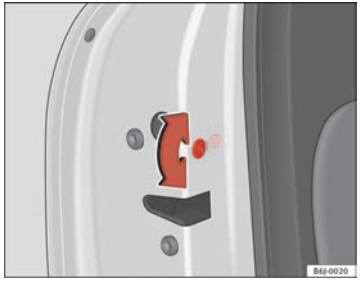

Fig. 40 Childproof lock on the left hand side door
– With the door open, rotate the groove in the door using the ignition key, anti-clockwise for the left hand side doors ⇒ fig. 40 and clockwise for the right hand side doors.
– With the door open, rotate the groove in the door using the ignition key, anti-clockwise for the right hand side doors and clockwise for the left hand side doors ⇒ fig. 40.